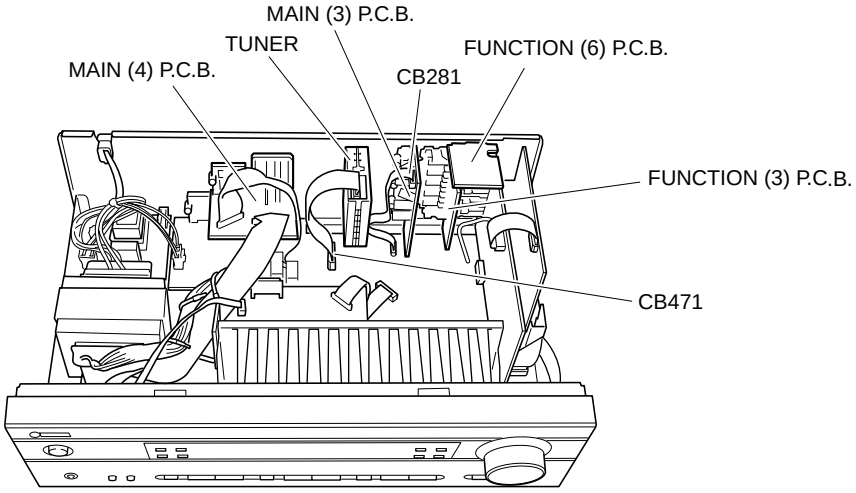

Fig. 4
4. Removal of MAIN (3), MAIN (4), FUNCTION (3), FUNCTION (6) P.C.B.s and Tuner
a. Remove CB281 and CB471. (Fig. 4)
c. Remove MAIN (3), MAIN (4), FUNCTION (3), FUNCTION (6) P.C.B.s. and the Tuner. (Fig. 4)
4. MAIN (3)、MAIN (4)、FUNCTION (3)、FUNCTION (6)、TUNERの外し方
a. CB281、CB471を外します。(Fig. 4)
c. MAIN (3)、MAIN (4)、FUNCTION (3)、FUNCTION (6)、TUNERを取り外します。(Fig. 4)